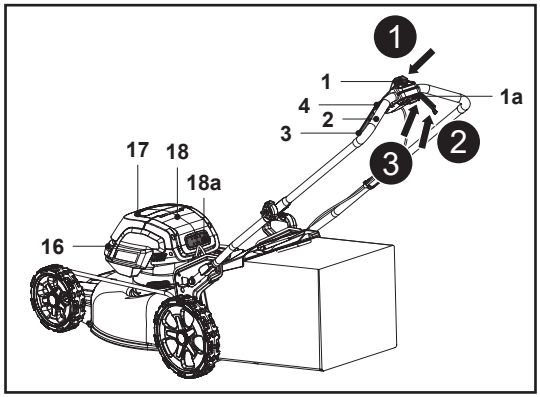

Fig. 18
1. Soulever le couvercle magnétique (17c) et ouvrir le couvercle du compartiment de la batterie (17), puis insérer complètement les deux batteries (27).
2. Fermer le couvercle du compartiment de la batterie (17) avec précaution.
3. Se tenir derrière le guidon (2).
5. Tout en maintenant l'interrupteur de sécurité (1) enfoncé, tirer les leviers de démarrage (3) vers le guidon (2) et les maintenir dans cette position (Fig. 18, étapes 1, 2).
6. Une fois la tondeuse à gazon démarrée, relâcher l'interrupteur de sécurité (1).
7. La capacité réelle de la batterie est indiquée automatiquement sur l'indicateur de batterie (18a) situé à l'arrière du capot moteur (18).
8. La lampe de travail (16) située à l'avant du couvercle du compartiment de la batterie (17) s'allume automatiquement.
9. Une fois prêt à tondre, tirer les leviers de traction (4) avec les leviers de démarrage (3) vers le guidon (2) et les maintenir dans cette position pour faire avancer la tondeuse (Fig. 18, étape 3).